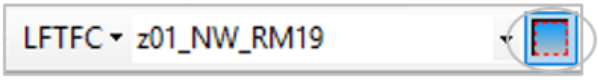

Figure 7-11. *Creating a Management Unit.*
- To begin, add Management Units by clicking on the MU icon located at the far right of the LFTFC toolbar, as shown below (Figure 7-11).